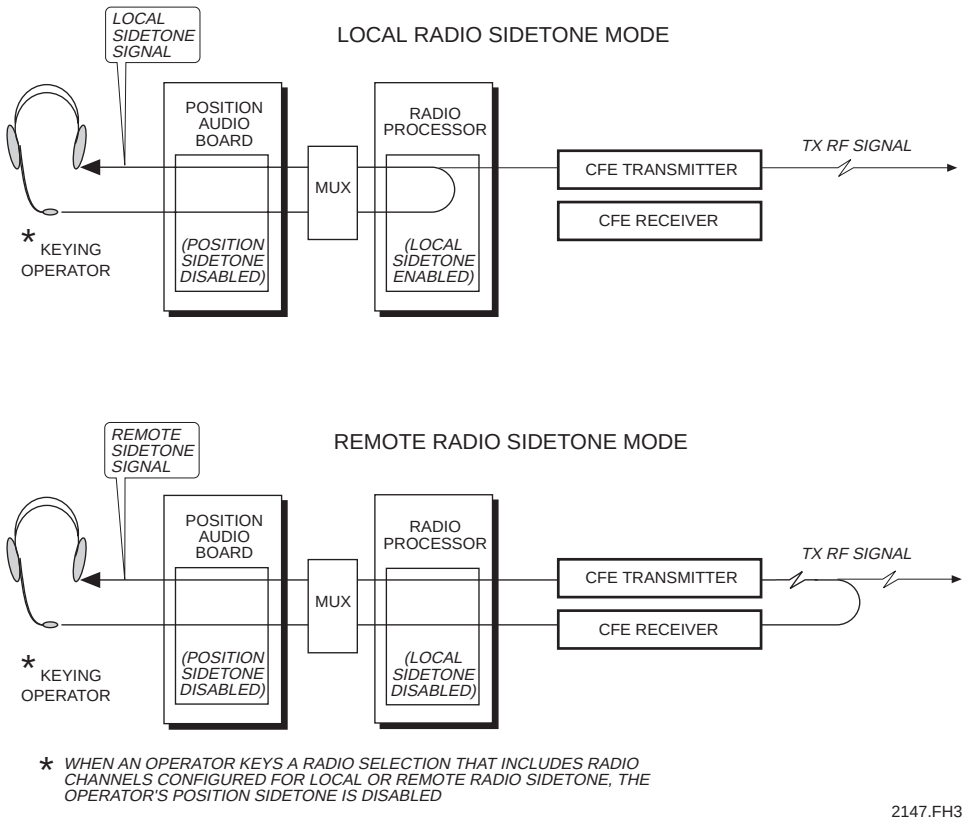

***Figure 5-26. Air-to-ground Local and Remote Radio Sidetone Methods***
***Local and Remote Radio Sidetone.*** The user can configure the radio channel to operate with local or remote radio sidetone at the SCT. **Figure 5-26** illustrates the two methods of obtaining radio sidetone.